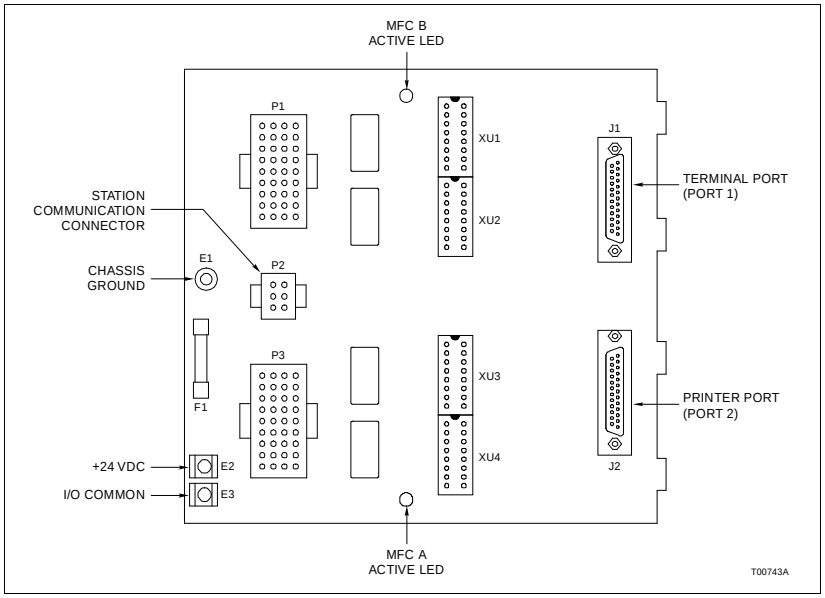
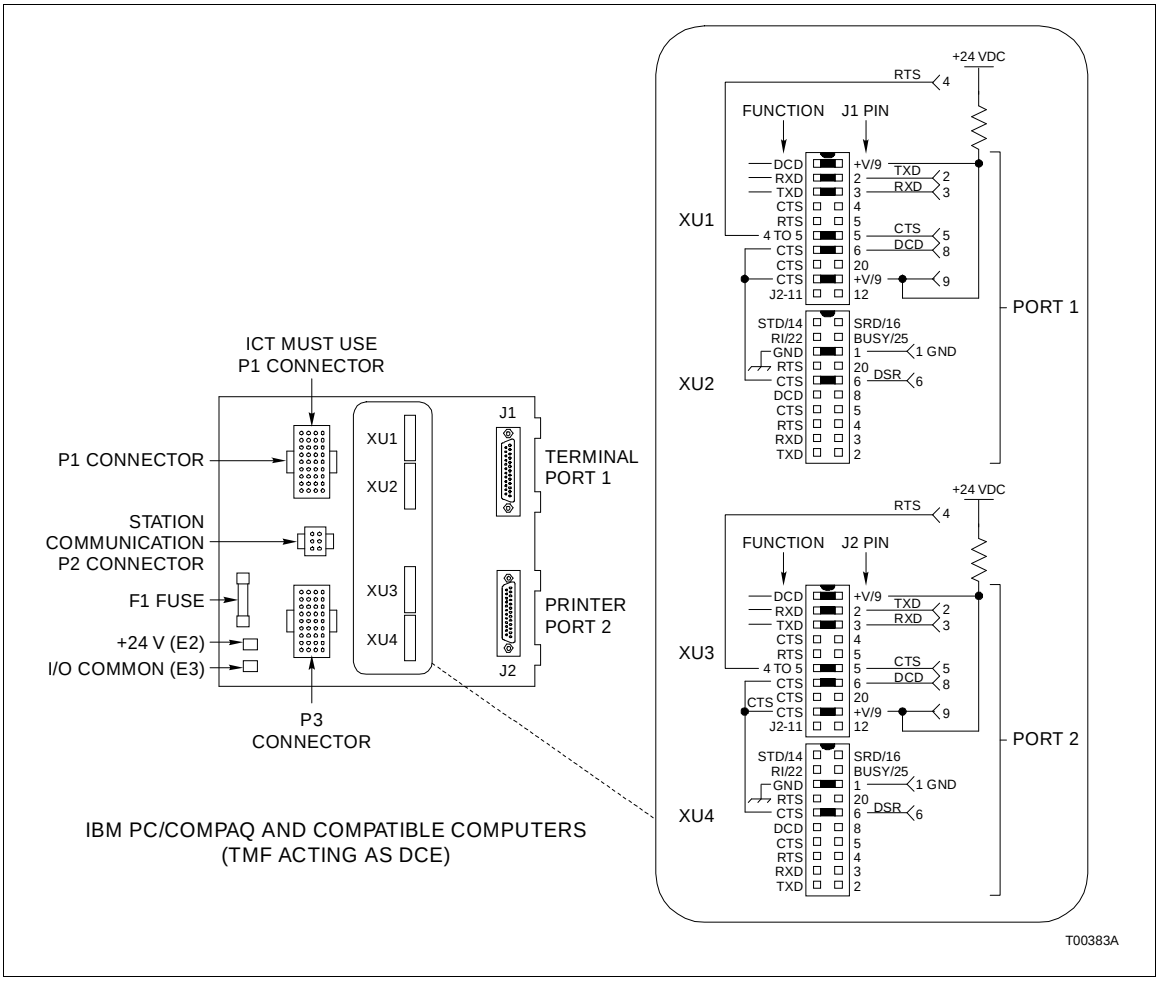
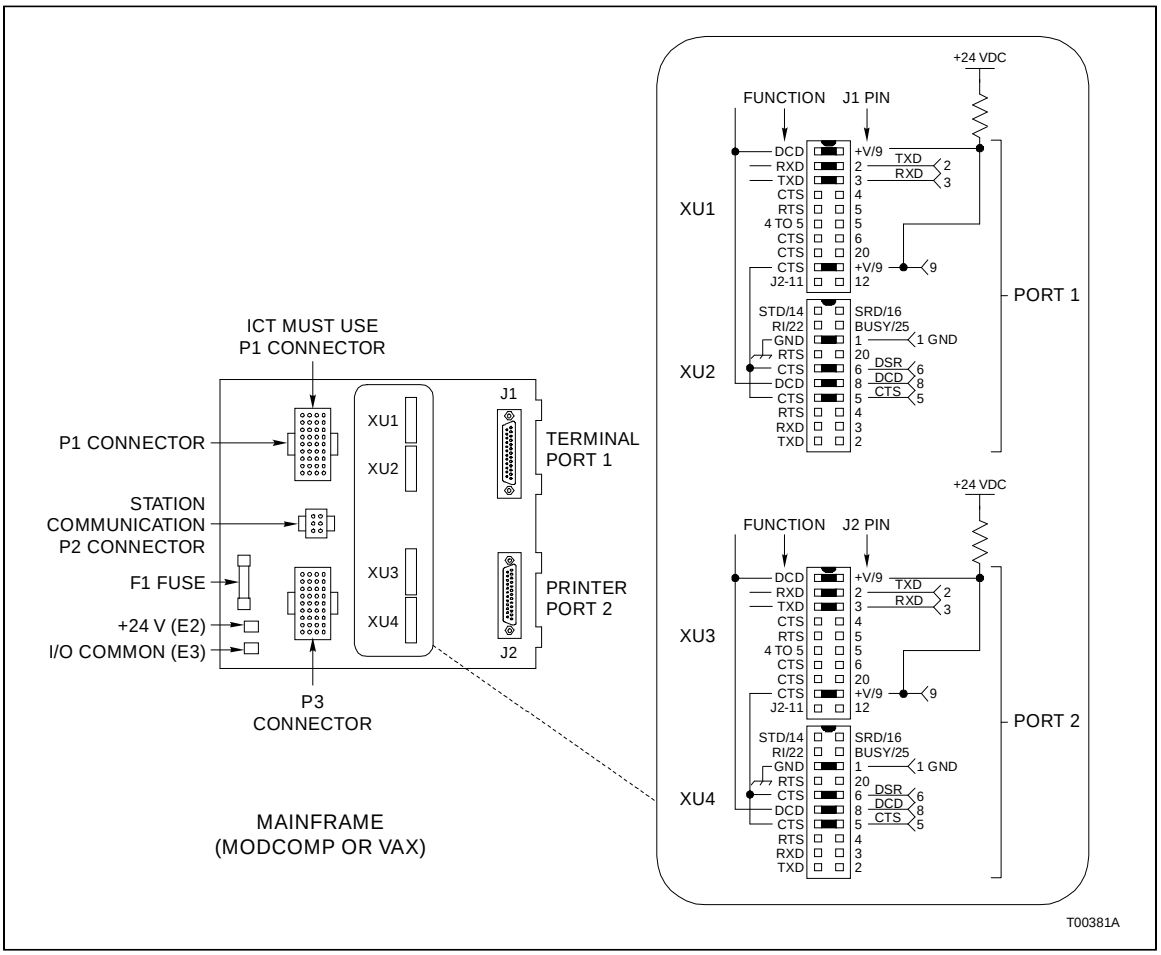
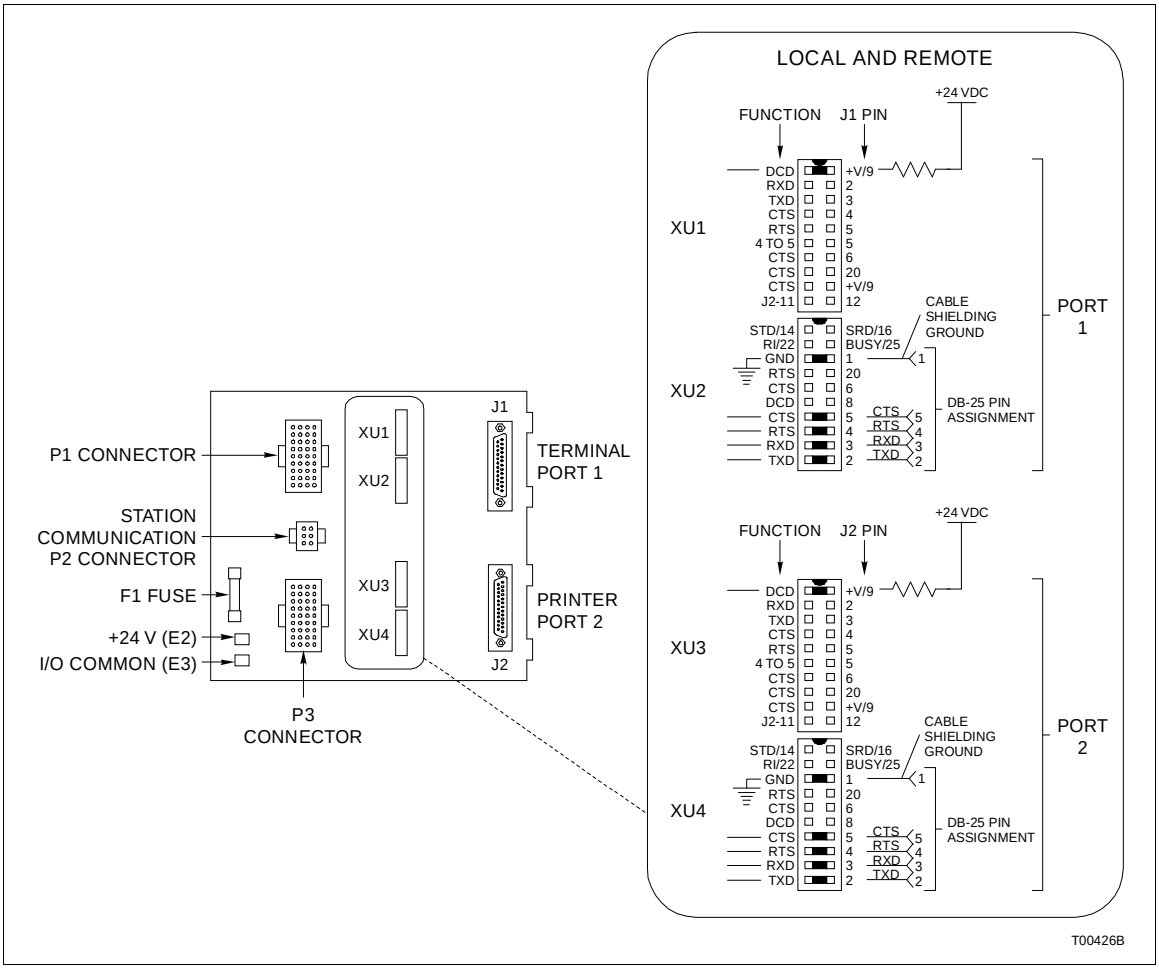

Figure 2-1. TMF Unit Connector Assignments and Dipshunt Locations
Figure 2-2. Dipshunt Configuration for Direct Connection to Host Computer (IMMFC03 and ICT Modules)
Figure 2-5. Dipshunt Configuration for Direct Connection to Mainframe Computer (ICT Module)
Figure 2-6. Dipshunt Configuration for PPT Module Acting as DTE (Requires Modem or Other DCE)
Configure dipshunts XU1/XU2 and XU3/XU4 so that their respective ports operate as DTE or DCE devices. Port two can be used to interface a diagnostic terminal. Figure 2-1 shows the connector assignments and dipshunt location on the termination unit. Install the appropriately cut dipshunts using Figures 2-2 through 2-4.
NOTE: The TMF dipshunt settings shown in Figures 2-2 through 2-4 apply to the IMMFC03 and INICT01 modules. Figure 2-5 applies only to the INICT01 and INPCT01 modules. Figures 2-6 through 2-7 show the dipshunt settings required when using the termination unit to terminate an INPPT01 module.
The INICT01 and INPCT01 modules can interface to a mainframe computer (MODCOMP or VAXstation™). To set up the termination unit to terminate a mainframe, see Figure 2-5 and install the appropriate set of dipshunts (XU1/XU2 and XU3/XU4) as shown.
When the termination unit is used to terminate an INPPT01 module, use the dipshunt settings shown in Figures 2-6 through 2-8. To install the dipshunts:
1. If connecting a local plant loop (DTE) to a remote plant loop (DTE) through a modem or microwave link (DCE), use the dipshunt settings shown in Figure 2-6. Set the IMF termination
Bailey ships a 0.25 amp, 250 volt fuse (Bailey part number 194776A12500) with each termination unit. If this fuse is missing, install a fuse in the fuse holder (F1). Figure 2-1 shows the location of F1 on the termination unit circuit board.
3. Connect the chassis ground by installing a number ten self-tapping screw and external star washer in the location (E1) shown in Figure 2-1.
2. Insert the other end of the cable into P1 or P3 of the termination unit. See Figure 2-1 for the location of P1 and P3 on the TMF circuit board.
There is one faston (E2) that connects to +24 VDC and one faston (E3) that connects to I/O common. Figure 2-1 shows their locations on the TMF circuit board.